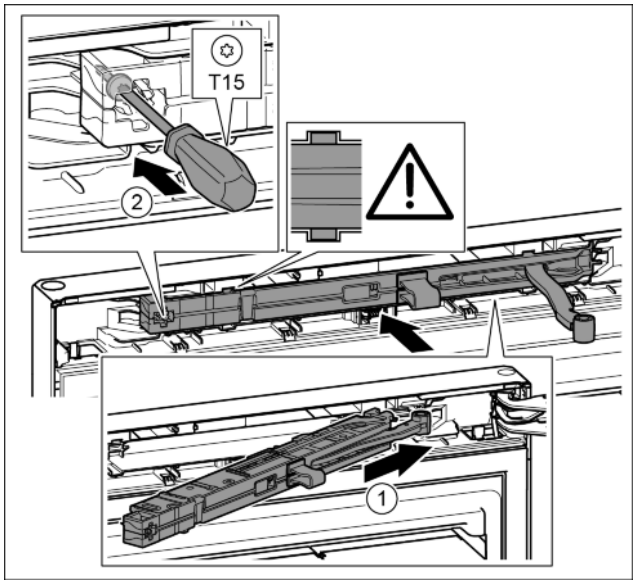

Fig. 24
- ▶ Slide the soft stop mechanism on the bearing bracket side at an angle into the slot as far as the limit stop. *Fig. 24 (1)*
- ▶ Tighten the screw with the T15 screwdriver. *Fig. 24 (2)*